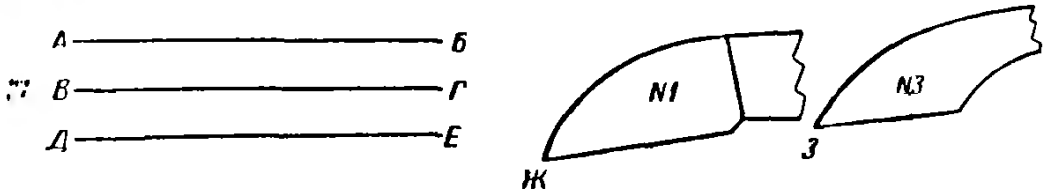
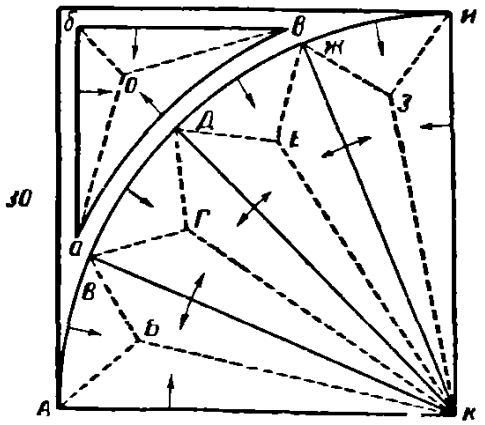

Рис. 30
Рис. 35
2) направить острый конец ножа № *1* или *3* в точку *А* (рис. 30), не помогая пальцами левой руки, держа нож наклонно к плоскости доски, сделать неглубокий надрез по линии *АБ;*
При резьбе рис. 35 (часть рис. 30 учебной доски) используют ножи № *1, 3* и стамеску № *1.*